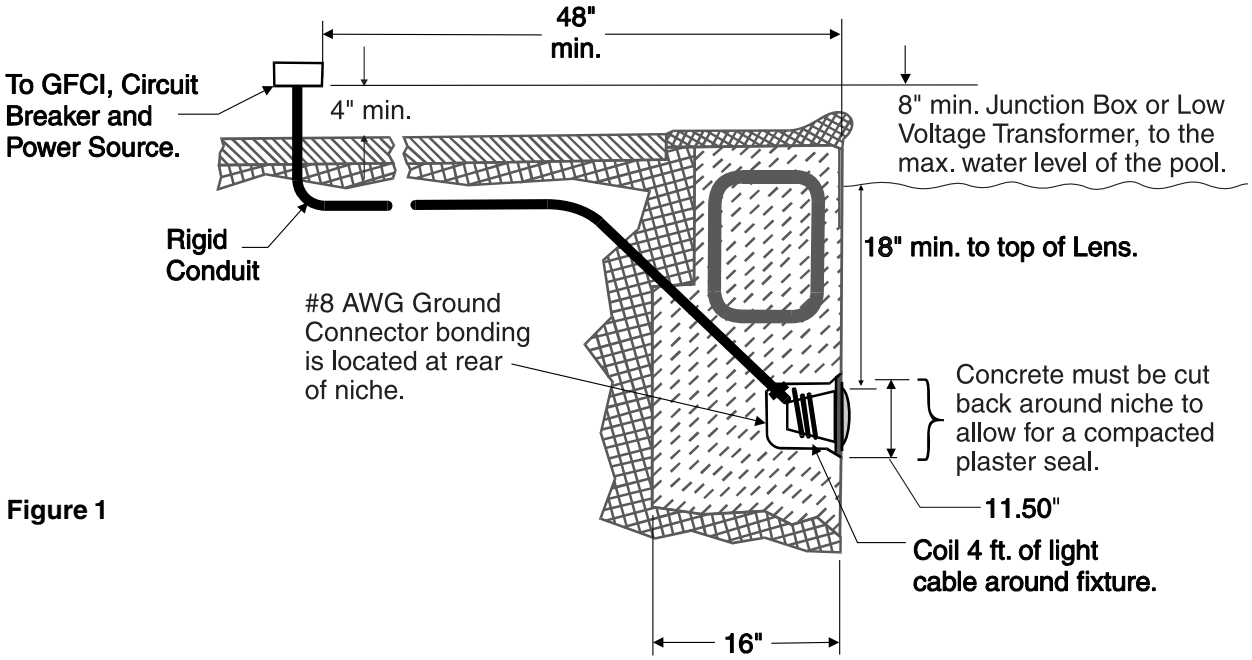

Figure 1
BEFORE STARTING: The following steps (1-6) describe the tasks that must be completed by the electrician before the IntelliBrite light fixture is installed. See Figure 1 diagram.
- The Junction Box (or, for 12 volt models, the low voltage transformer) is located at least 8 inches above the maximum water level of the pool and at least 48 inches from the edge of the pool; see Figure 1.
- The wet niche is properly installed so that the top edge of the underwater light's lens is at least 18 inches below the surface of the water in the pool; see Figure 1. (Not more than 20" depth in Canada.)
- The wet niche is properly electrically bonded and grounded via the No. 8 AWG ground connector located at the rear of the niche; see Figure 1.
1. Feed cord through conduit to Junction Box, leaving at least four (4) feet of cord at the light fixture to coil around the light; see Figure 1. This four (4) feet of cord around the light allows the light to be serviced after the pool is filled with water.
- The Junction Box **(or, for 12 VAC models, the low voltage transformer)** is located at least 8 inches above ground level and at least 48 inches from the edge of the pool; see Figure 1.
- The wet niche is properly installed so that the top edge of the underwater light's lens is at least 18 inches below the surface of the water in the pool; see Figure 1.
5. Leave at least four (4) feet of cord to coil around the light fixture; see Figure 1 on page 2. This four (4) feet of cord coiled around the light allows the light to be serviced after the pool is filled with water.
6. Cut the cord at the Junction Box, leaving at least size (6) inches of cord to make connections.
7. Strip six (6) inches of the outer cord jacket from the cord to expose the three (3) insulated wires – be careful not to damage the insulation on the three inner wires.
8. Connect all three (3) wires to the corresponding circuit wires in the Junction Box (black wire to power, white wire to common, and green wire to ground) and secure the Junction Box cover in place.